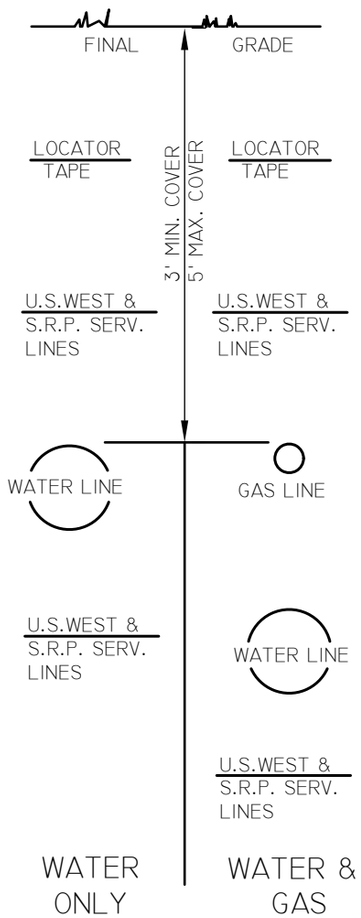
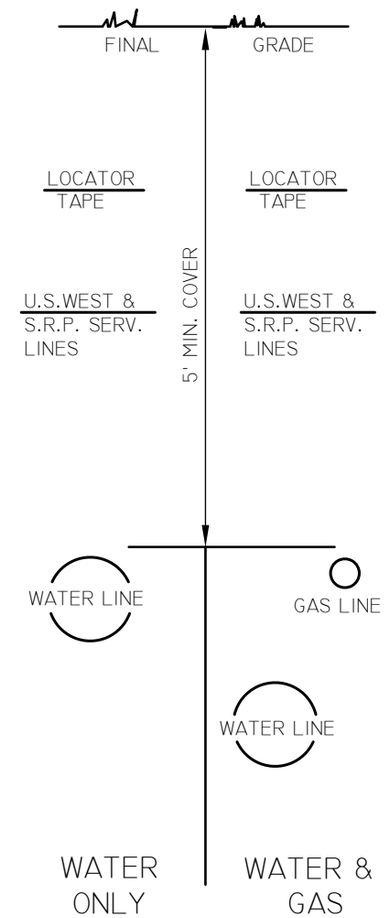

FIG. 1
FIG. 2
1. IF THE CITY OF MESA'S FACILITIES HAVE LESS THAN THREE (3) FEET OF COVER, NON-CITY PUBLIC UTILITY COMPANIES WILL INSTALL THEIR FACILITIES UNDER THE CITY OF MESA'S FACILITIES.
2. IF THE CITY OF MESA'S FACILITIES HAVE THREE (3) FEET TO FIVE (5) FEET OF COVER, NON-CITY PUBLIC UTILITY COMPANIES MAY INSTALL THEIR SERVICE LINES (SECONDARY) AND CABLES ABOVE MESA'S FACILITIES. IN THIS SITUATION NON-CITY PUBLIC UTILITY COMPANIES SHALL INSTALL THEIR TRUNK LINES (PRIMARY) UNDER MESA'S FACILITIES. SEE FIG. 1.
3. IF THE CITY OF MESA'S FACILITIES HAVE FIVE (5) FEET OF COVER OR MORE, NON-CITY PUBLIC UTILITY COMPANIES SHALL INSTALL BOTH SERVICE LINES & TRUNK LINES ABOVE MESA'S FACILITIES. SEE FIG. 2.
4. IN CERTAIN SITUATIONS THE CITY OF MESA HAS FACILITIES THAT ARE PARALLEL BUT SEPARATED BY SOME HORIZONTAL DISTANCE. IT IS POSSIBLE THAT MESA'S FACILITIES WOULD BE AT DIFFERENT DEPTHS THEREBY ALLOWING NON-CITY PUBLIC UTILITIES TO PASS UNDER ONE FACILITY, OVER ANOTHER, AND STILL COMPLY WITH THE ABOVE NOTES. IF THE HORIZONTAL SEPARATION BETWEEN MESA'S FACILITIES IS THREE (3) FEET OR LESS AND THE NOTES REQUIRE THAT NON-CITY PUBLIC UTILITIES PASS UNDER ONE OF MESA'S FACILITIES, THEY SHALL PASS UNDER BOTH OF MESA'S FACILITIES.
5. NON-CITY PUBLIC UTILITY COMPANIES WILL INSTALL MARKER TAPE MATERIAL FIVE (5) FEET EACH WAY OF A CROSSING (ONE FOOT ABOVE CABLES) WHEN ANY CABLE IS INSTALLED ABOVE THE CITY OF MESA'S FACILITIES.
6. NON-CITY PUBLIC UTILITY COMPANIES SHALL INSTALL BURIED CONDUIT AND/OR CABLE AT SUFFICIENT DEPTH SO AS TO PROVIDE AT LEAST TWELVE (12) INCHES OF VERTICAL CLEARANCE WHETHER ABOVE OR BELOW WATER AND GAS LINES. A TWENTY-FOUR (24) INCH HORIZONTAL SEPARATION SHALL BE MAINTAINED FROM EXISTING OR PROPOSED WATER AND GAS LINES, PURSUANT TO THIS DETAIL.
7. FIGURES 1 AND 2 APPLY ONLY TO CROSSINGS AND NOT TO PARALLEL INSTALLATIONS.